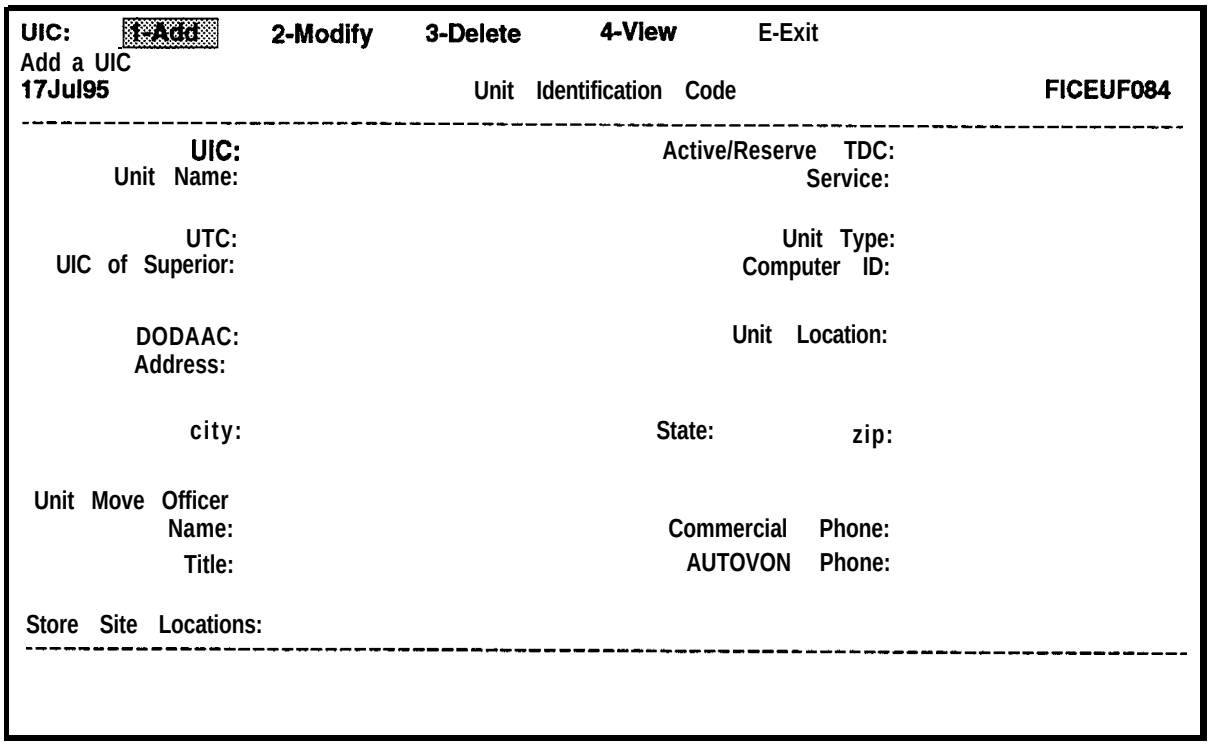

Figure 5-4. Unit Identification Code Screen
d. Select **Unit Identification Code** from the Reference Tables menu. The Unit Identification Code screen will be displayed as shown in Figure 5-4, with the UIC: ring menu displayed at the top.